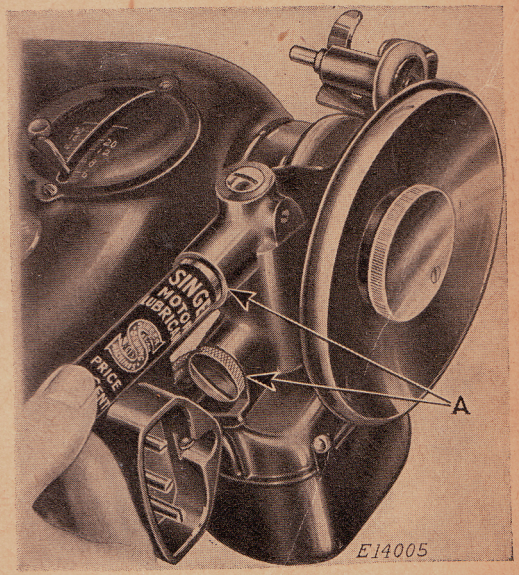

FIG. 26. LUBRICATING THE MOTOR
When the machine is shipped from the factory, the two motor grease cups (A, Fig. 26) are filled with sufficient "SINGER" Motor Lubricant for approximately one year's use, under ordinary circumstances.
At least once a year thereafter, turn the machine back on its hinges and remove the two thumb screws from the two grease cups (A) and clean out the interior of the cups. Then insert the tip of the motor lubricant tube into the grease cups as shown in Fig. 26, and, while holding the tube firmly against the bottom of the grease cups, **squeeze about a quarter of a tube of the lubricant into each cup,** then replace and tighten the thumb screws.